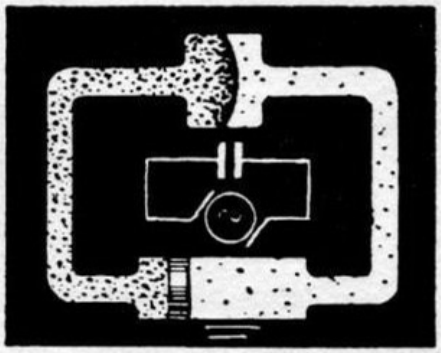

Fig. 12. De loop van den wisselstroom door den condensator.
W. — Ja, als je stroombron er een voor gelijkstroom is. Maar niet als je een wisselstroomgenerator gebruikt, d. w. z. een machine, die wisselstroom voortbrengt. Een dergelijke machine kan in ons voorbeeld worden voorgesteld als een zuiger, die voortdurend heen en weer wordt geperst (fig. 12).